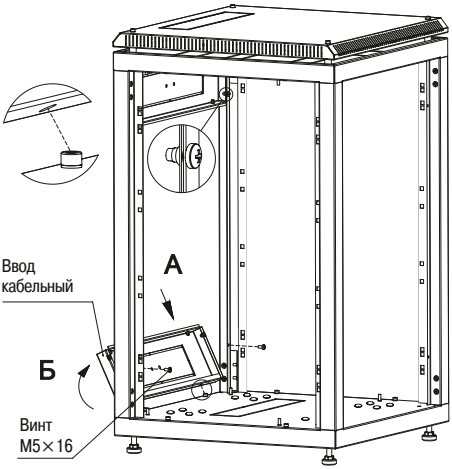

Рисунок 5 – Установка кабельных вводов
3.1.5 Для установки вводов кабельных состыкуйте посадочные круглые отверстия вводов с винтами на основании (действие А), прижмите вводы к стойкам (действие Б) и закрепите винтами М5×16 с полукруглой головкой (рисунок 5) *.